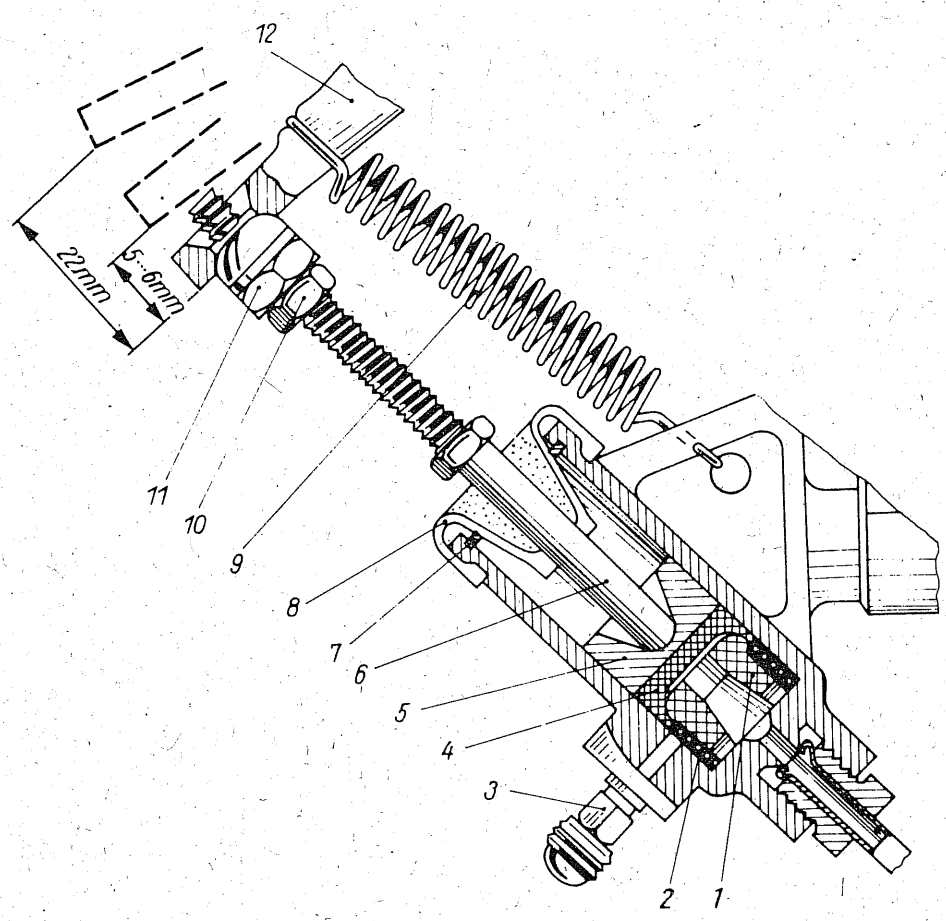
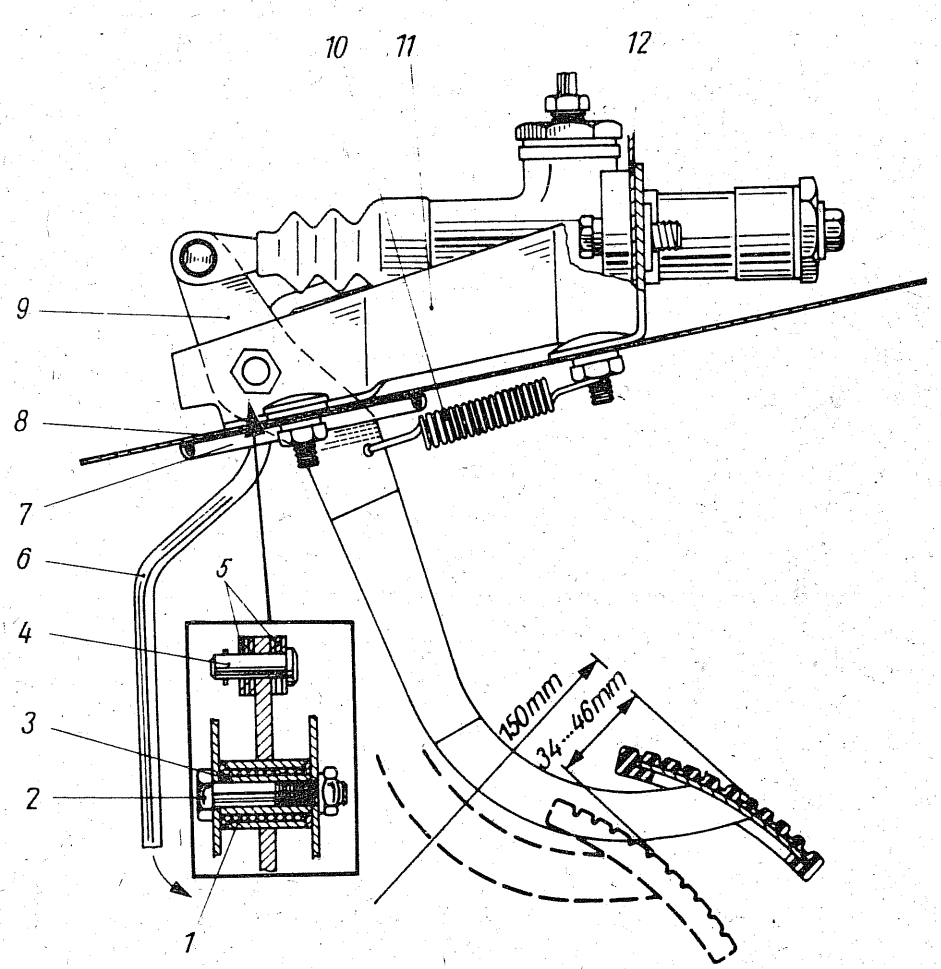

Bild 42
Bild 43
Einen Überblick über den Kupplungsarbeitszylinder, an dem das Ein- oder Nachstellen der Kupplung vorgenommen wird, gibt Bild 42. Daraus ergibt sich, daß zum Einstellen der Kupplung zunächst die Rückholfelder (9) abgenommen werden muß. Danach wird der Kupplungshebel (12) entgegengesetzt zum Arbeitszylinder gedrückt, bis ein fester Widerstand zu spüren ist. Das sich hierbei zwischen Kupplungshebel (12) und Konusring oberhalb der Stellmuttern (10) und (11) ergebende Spiel soll 5...6 mm betragen. Ergibt es sich nicht, wird es nach Lösen der beiden Stellmuttern gesucht und entsprechend eingestellt. Abschließend wird die Stellmutter (11) mit der Kontermutter (10) wieder gesichert und die Rückholfeder eingehangen.
Der Kupplungshauptzylinder (Bild 43) arbeitet in der Regel über lange Zeit störungsfrei. Dennoch kann seine Instandsetzung notwendig werden, und zwar dann, wenn durch Verunreinigungen, die evtl. über den Vorratsbehälter beim Nachfüllen von Bremsflüssigkeit in den Zylinder gelangten, das Bodenventil nicht mehr dicht schließt. Als Folge baut sich beim Betätigen der Kupplung kein Druck im Zylinder auf, und die Kupplung kuppelt nicht aus. Es kann infolge des Schmutzes aber auch der Kolben im Zylinder schwer gehen oder gar klemmen. In einem solchen Falle wird der Kupplungshauptzylinder zweckmäßigerweise ausgebaut. Dazu wird zuerst die Bremsflüssigkeit abgelassen, indem auf das Entlüftungsventil (3) des Kupplungsarbeitszylinders (s. Bild 42) ein Schlauch gesteckt und das andere Ende des Schlauches in ein Glas oder eine Flasche geführt wird. Nunmehr öffnet man das Entlüftungsventil um 1 ... 2 Umdrehungen und pumpt mit Hilfe des Kupplungspedals die Bremsflüssigkeit aus dem Hauptzylinder heraus. Ist das geschehen, wird der Bolzen (4) entsplintet und herausgenommen. Jetzt läßt sich die Rückholfeder (10) entfernen und das Gehäuse mit Dichtung losschrauben und am Pedal herablassen. Danach wird die Mutter, die das Pedal am Tragearm hält, gelöst, die Schraube (2) herausgetrieben, das Pedal vom Tragearm abgenommen und die Buchse mit Abstandshülse (3) aus dem Pedal herausgepreßt. Anschließend lassen sich die Anschlußmuttern der Rohrleitungen lösen und die Rohre abnehmen sowie die
Doch nun zum Entlüften der Kupplungsbetätigung. Es sollte in folgender Reihenfolge geschehen: In ein sauberes Glas oder eine Flasche mit einem Fassungsvermögen von etwa 0,5 Liter wird etwas Bremsflüssigkeit hineingetan. In dieser Bremsflüssigkeit endet der Entlüftungsschlauch, der mit dem anderen Ende auf das Entlüftungsventil des Kupplungsarbeitszylinders (3 in Bild 42) gesteckt wird. Nun muß eine zweite Person zwei- bis dreimal hintereinander jeweils kräftig auf das Kupplungspedal treten und das Pedal dann in der untersten Stellung halten. Die erste Person dreht in diesem Moment das Entlüftungsventil etwas auf und läßt die unter Druck stehende Bremsflüssigkeit ab. Kurz vor dem Nachlassen des Druckes im Kupplungssystem muß das Entlüftungsventil wieder geschlossen werden. Das geschieht so lange, bis keine Luftbläschen mehr aus dem Entlüftungsschlauch austreten. Ist das erreicht, kann man sicher sein, daß der Kupplungsarbeitszylinder wieder voll funktionsfähig ist.
Nach dem Entlüften des Kupplungsarbeitszylinders soll die Kolbenstange einen Gesamtweg von etwa 22 mm bei einem Pedalweg von mindestens 150 mm (s. Bild 43) zurücklegen können. Der Mindestweg der Kolbenstange wird mit 18 mm bei 5 mm Leerweg am Ende des Kupplungshebels angegeben. Weniger als 19 mm Kolbenstangenweg gewährleisten keine normale Betätigung der Kupplung. Außerdem kann daraus auf das Vorhandensein von Luft in der Anlage geschlossen werden.